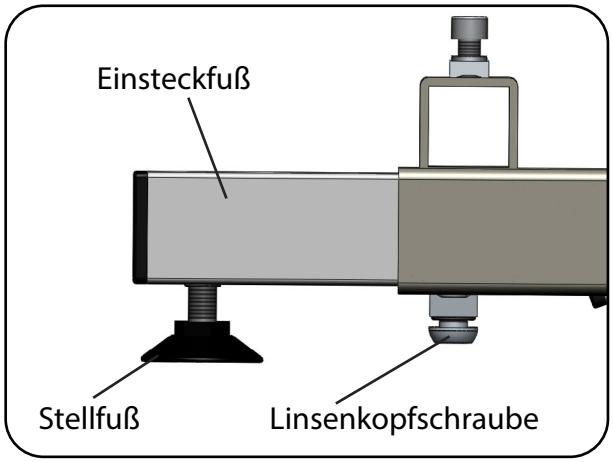

Abb. 6.7.04 - aks-B4 compact mit montierten Einsteckfüßen
8. Stecken Sie die Einsteckfüße in die vier Öffnungen des Unterrahmens (Abb. 6.7.04).
10. Schrauben Sie nun die mitgelieferten Linsenkopfschrauben M10 x 55 ein und ziehen Sie diese mit dem Inbusschlüssel an (Abb. 6.7.04).